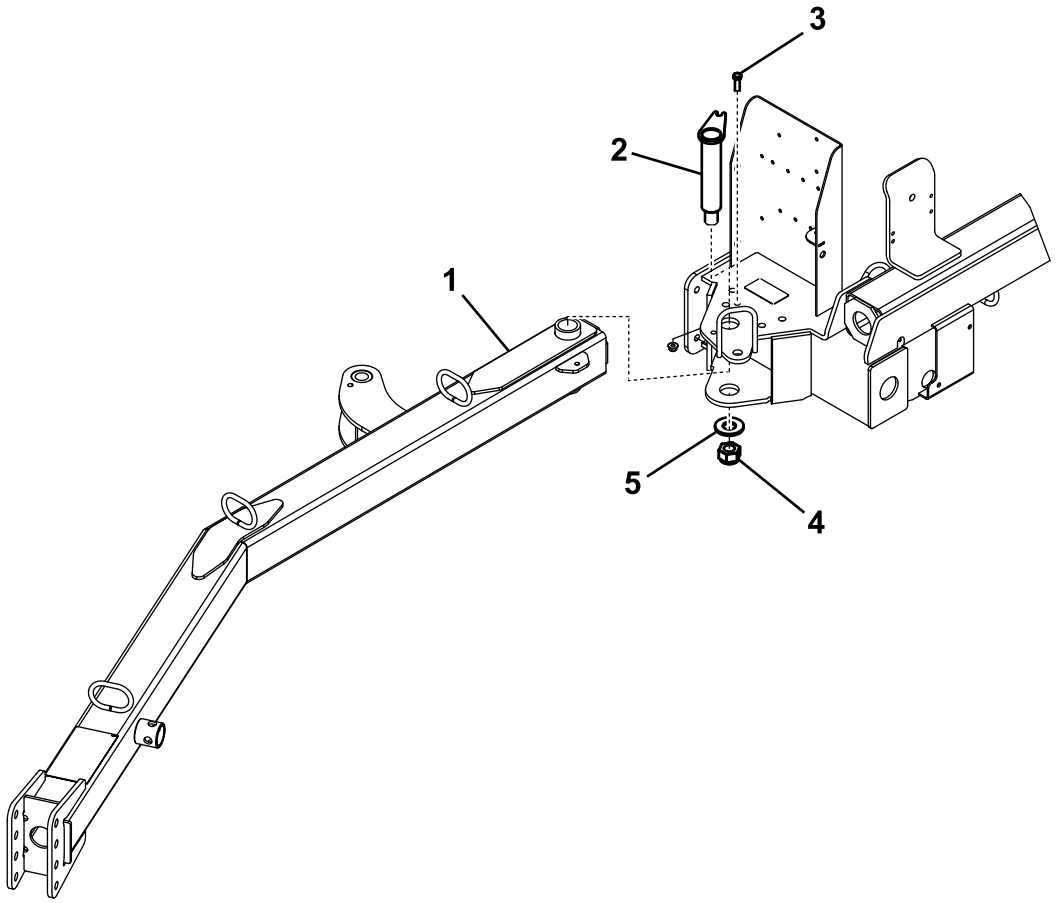

Figur 3
1. Isæt den bageste ende af anhængertrækstangens trækkrog mellem monteringspladerne på fejemaskinen. Sørg for, at monteringshullerne flugter (Figur 3).
2. Isæt koblingstappen gennem monteringspladerne og anhængertrækstangens trækkrog (Figur 3).
3. Fastgør toppen af koblingstappen på monteringspladen med en bolt (3/8 x 1-1/4 tommer) og en låsemøtrik (3/8-tommer) (Figur 3).
4. Fastgør bunden af koblingstappen med en stor spændeskive, en stor møtrik og en sætskrue med firkantet hoved (Figur 3).